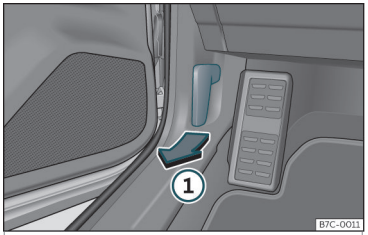

Fig. 254 Palanca de desbloqueo en el espacio reposapiés del conductor.
- Abra la puerta y tire de la palanca que hay debajo del tablero de instrumentos ››› **fig. 254** ①.